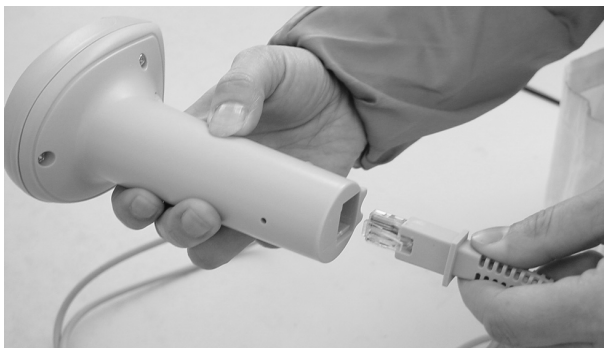
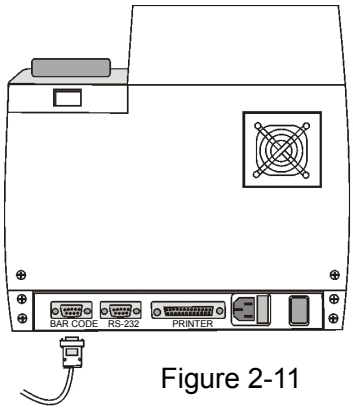

Figure 2-10
Figure 2-11
2.3.7 Connect with barcode reader（Figure 2-10, Figure 2-11,）
Take out the barcode reader from the box, as shown in Figure 2-10, connect the data cable of bar code reader, and connect the other end of the data cable (RS-232 port) with the barcode reader port of urine analyzer.
As shown in Figure 2-11, Connect the barcode reader plug with the serial port at the back of the analyzer.